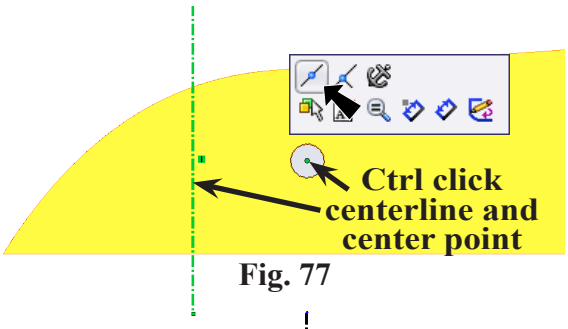

Fig. 77
Step 8. **Ctrl click the vertical centerline and center-point of axle converted circle** to select both. Release Ctrl key and click **Make Midpoint** on the Content menu, **Fig. 77**.